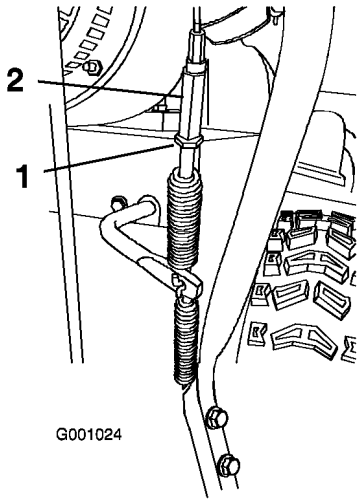

Figur 41
5. Løsne låsemutteren (Figur 41).
6. Løsne eller stram til spennmutteren som tilpasser kabelspenningen (Figur 41).